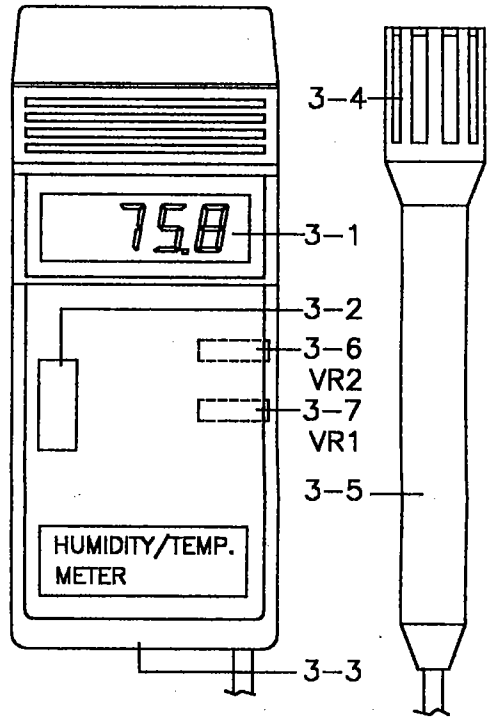
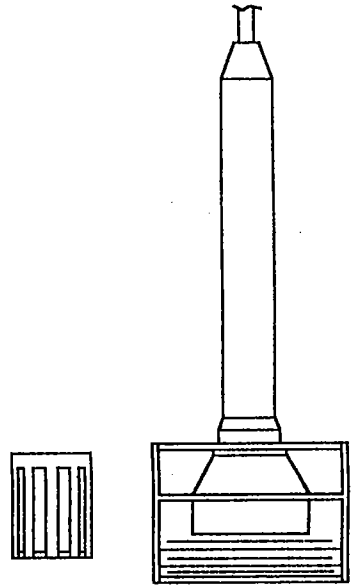

Fig. 1
Fig. 2
1) Select the " Function Switch " (3–2, Fig. 1) to the " % RH " position.
2) The display will show the humidity values (%RH) of probe Sensor Head (3–4, Fig. 1) directly.
1) Select the " Function Switch " (3–2, Fig. 1) to the " °C ", " °F " position according to the user requirement.
2) The display will show the temperature values of probe Sensor Head (3–4, Fig. 1) directly.
2) Slide the battery cover (3–3, Fig. 1) away from the instrument and remove the battery.
3) First dip the probe sensor head (3–4, Fig. 1) into " 33% RH HUMIDITY CALIBRATOR " (RHA–33, optional), ref Fig. 2 . Then tune up " 33 % RH CAL. ADJ. VR " (VR 1, ref 3–7, Fig. 1) until display show 33.
4) Dip the probe sensor head (3–4, Fig. 1) into " 75% RH HUMIDITY CALIBRATOR " (RHA–75, optional), ref Fig. 2 . Then tune up " 75 % RH CAL. ADJ. VR " (VR 1, ref. 3–6, Fig. 1) until display show 75.